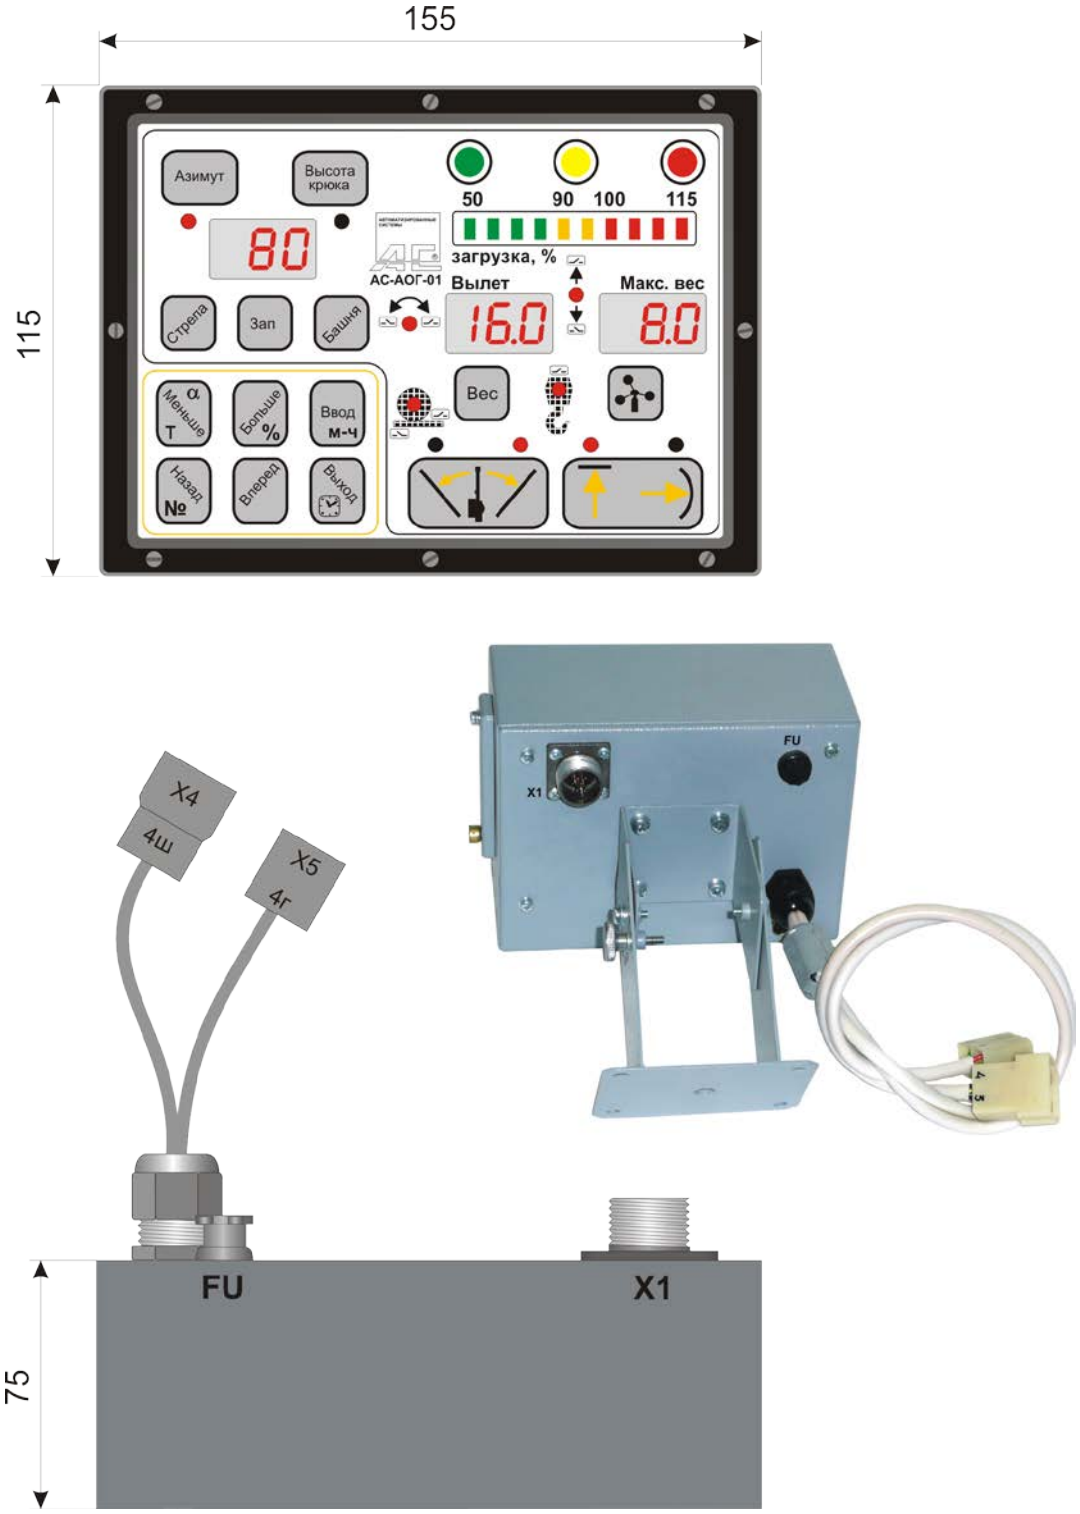
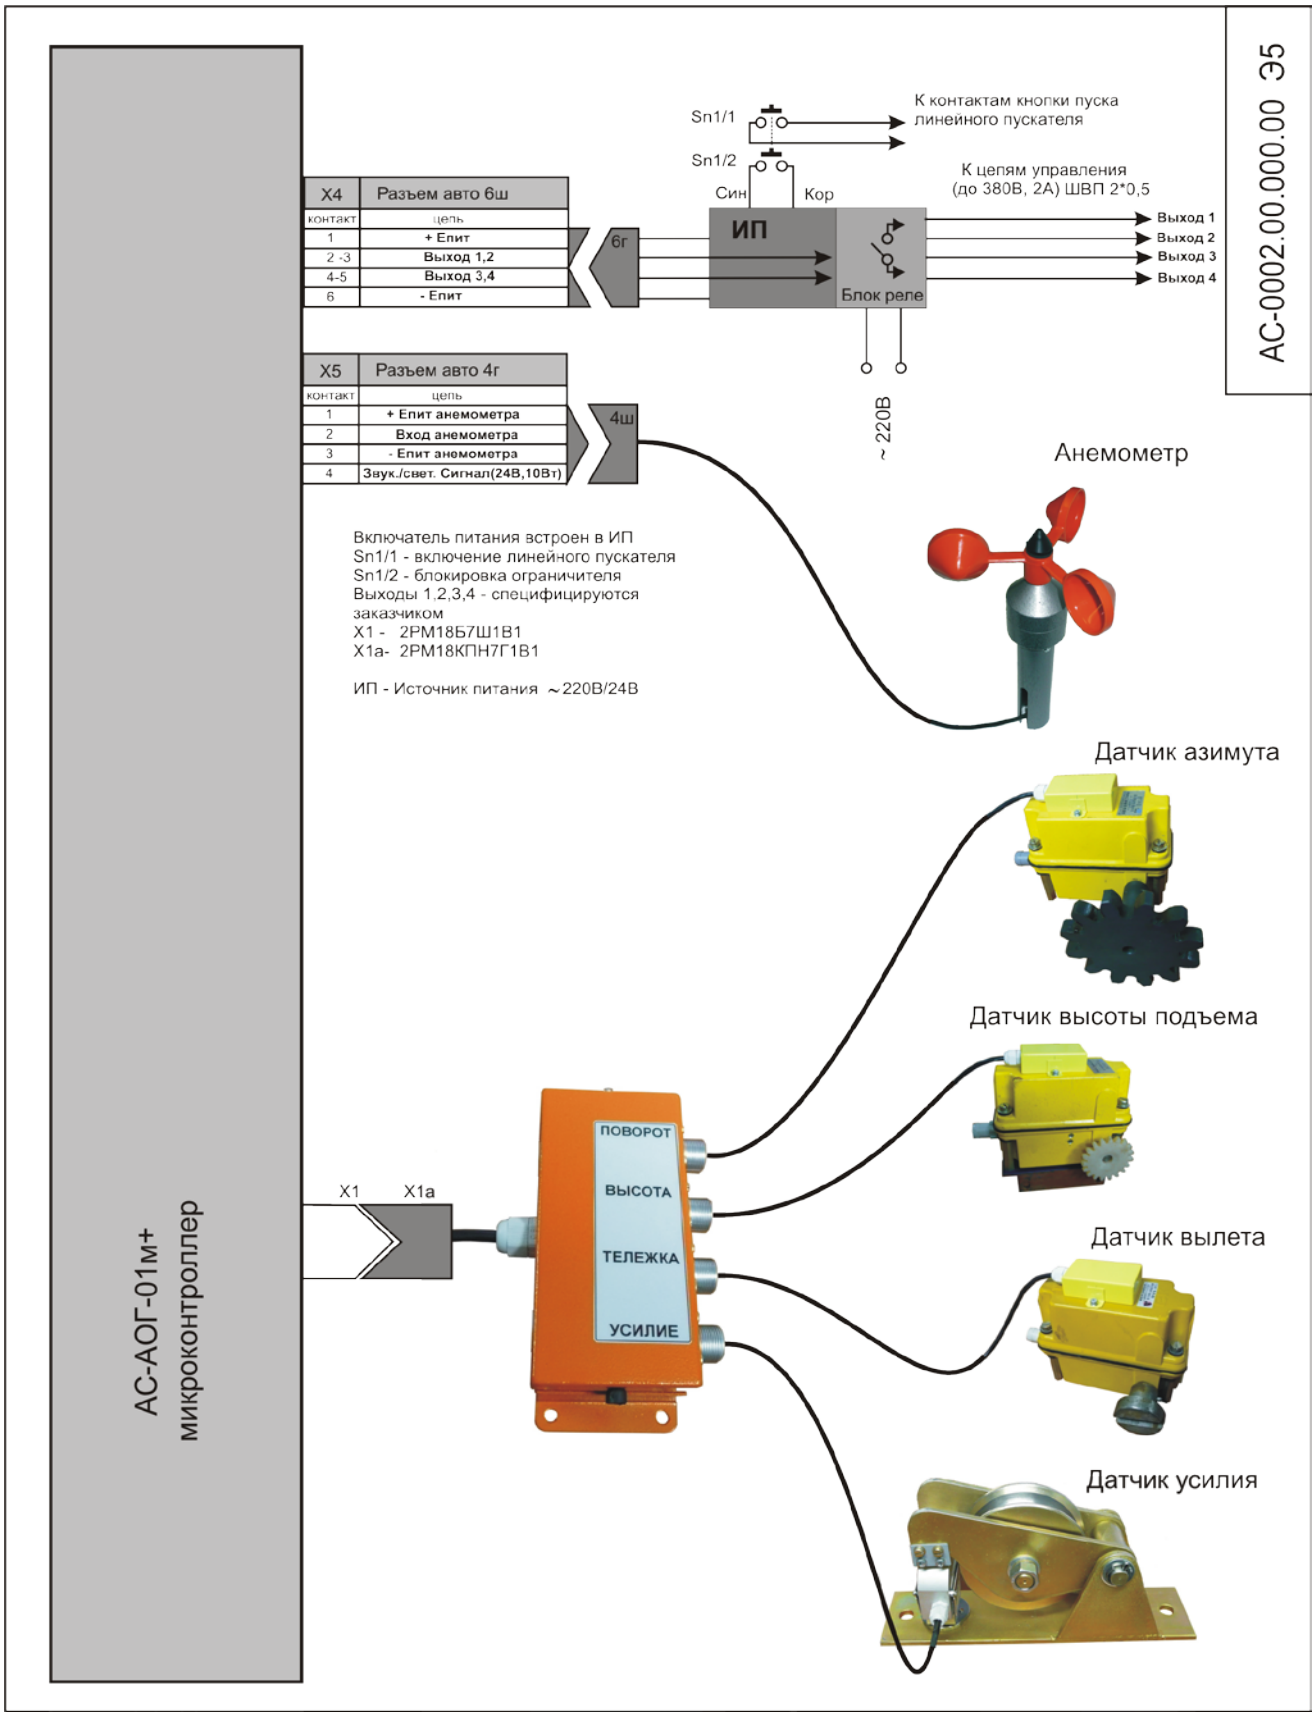

Рис.2
Рис.3
1) блок АОГ, включающий "Регистратор параметров" 1 шт,Рис.2;
6.1. Описание работы проводится по схеме Рис.3.
Подсоединение АОГ к электрооборудованию крана должно быть произведено в соответствии со схемой подключения Рис.3, через контакты разъемов X1-X5 блока АОГ, Рис.2, расположенных на тыльной стороне блока АОГ, (Рис.2), на задней стенке.
6.3. Напряжение питания от источника питания при установке выключателя, размещенного на блоке питания, в положение ВКЛ подается на контакты разъема X4 блока АОГ, рис.3.
6.3.3. К блоку питания относятся 2 плавких предохранителя FU1 и FU, расположенных в блоке АОГ, рис.2. Самовосстанавливающийся предохранитель FU1 (1А) размещен внутри блока и предназначен для защиты внутренних электронных цепей блока АОГ, а плавкий предохранитель FU (5А), размещен на задней стенке блока АОГ и предназначен для защиты цепей управляющих реле от короткого замыкания. Питание реле осуществляется независимо от внутренних электронных цепей блока АОГ.
6.4. Блок АОГ представляет собой полнофункциональную 16-разрядную микроЭВМ, состоящую из модуля индикации и вычислительного модуля, обьединенного с модулем ввода цифровых сигналов, модулем АЦП и аналоговых сигналов, модулем "Регистратора параметров", модулем блока питания и модулем блока реле (все на одной плате), Рис.2.
в) необходимые элементы электрооборудования крана, Рис.3.